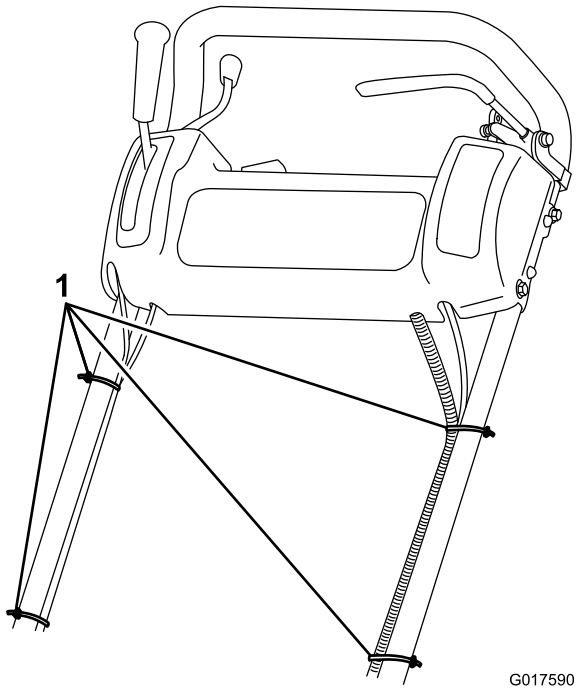

**Figur 5**
8. Fest kablene og ledningsfastspenneren til håndtaket med kabelfestene (Figur 5).